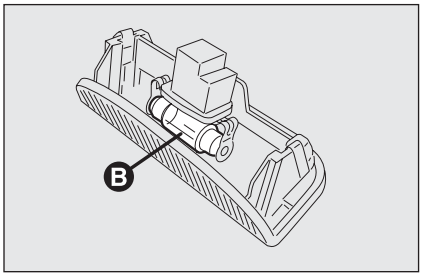

fig. 45 A0E0302m
- ❒ sustituya la lámpara **B-fig. 45** soltándola de los contactos laterales asegurándose que la nueva lámpara esté bloqueada correctamente entre los mismos contactos;